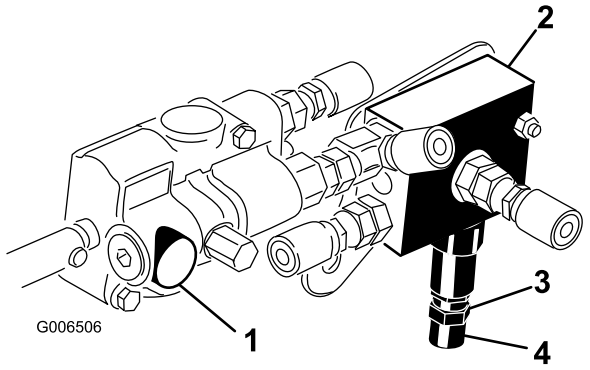

Figure 13
3. Desserrez l'écrou de blocage au bas de la soupape de levage (Figure 13). La soupape se trouve du côté droit de la machine.